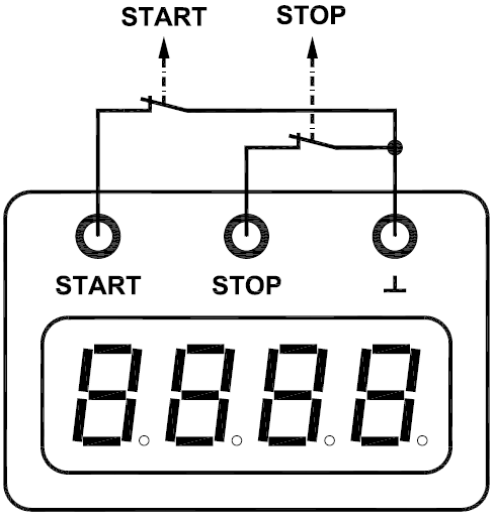

Fig. 1 Schema elettrico degli ingressi
- Cablare i due ingressi con contatti di apertura (vedere Fig. 1).